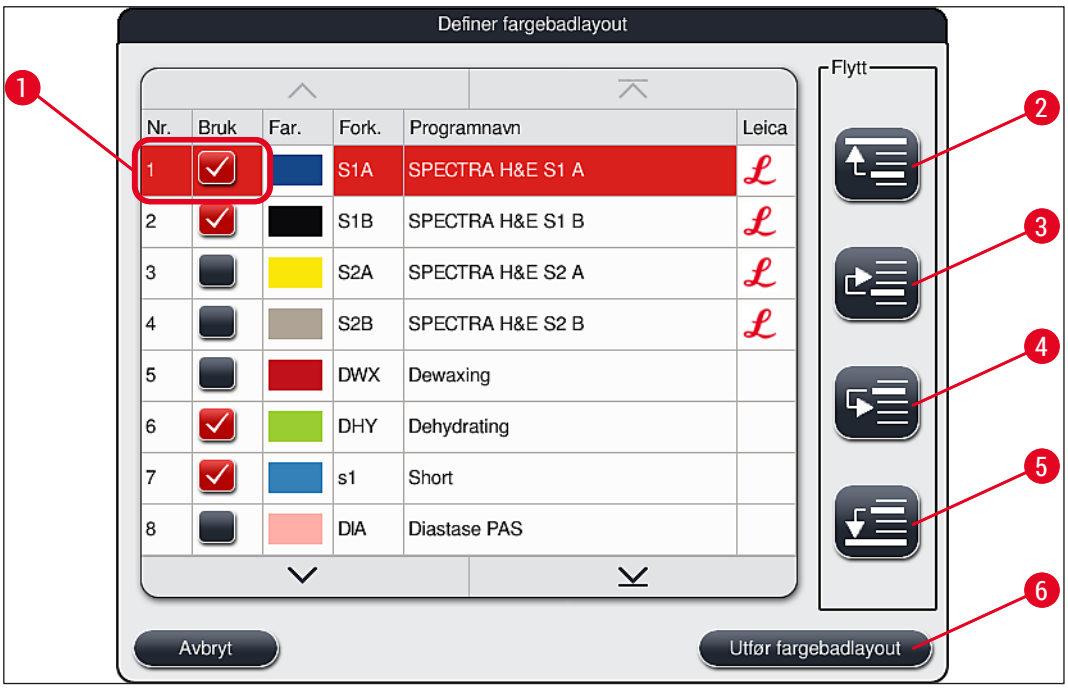

Fig. 50
- Trykk på Fortsett-knappen (→ "Fig. 52-4") for å fortsette, eller trykk på Avbryt-knappen (→ "Fig. 52-5") for å gå tilbake til programvalg (→ "Fig. 50").